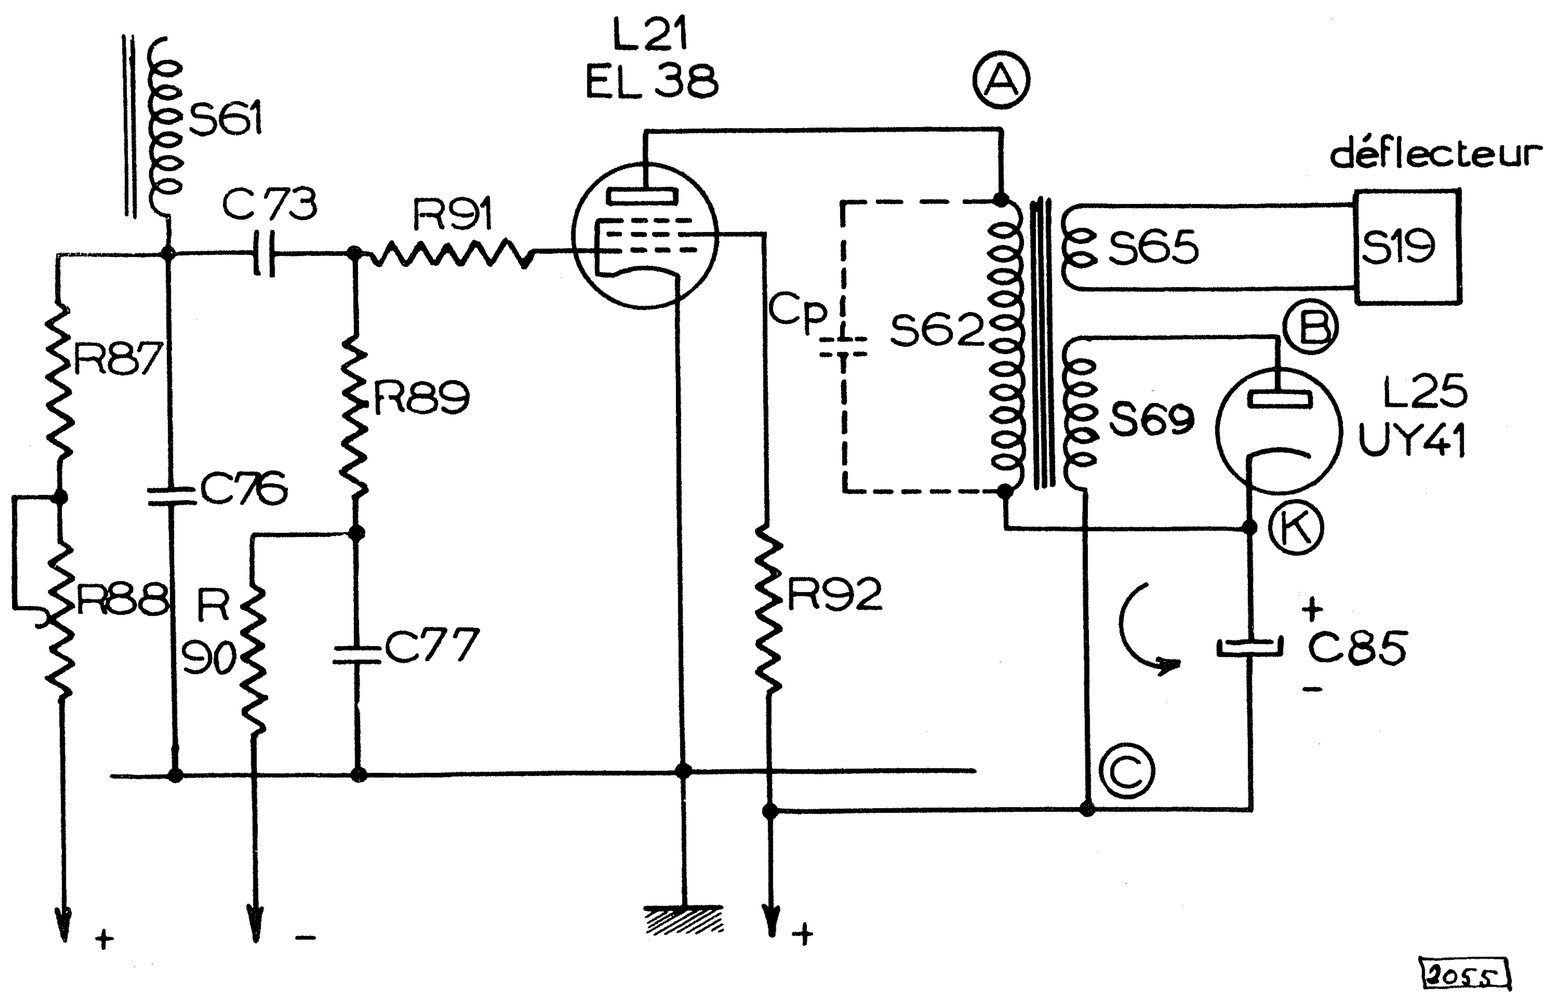
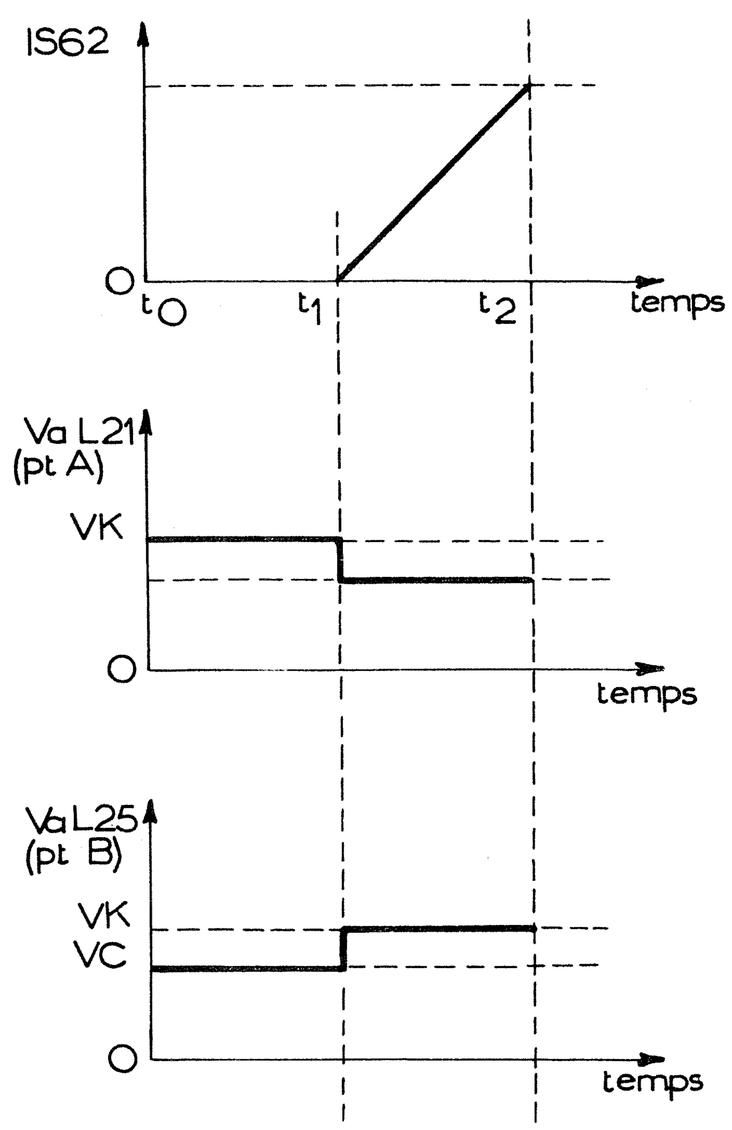
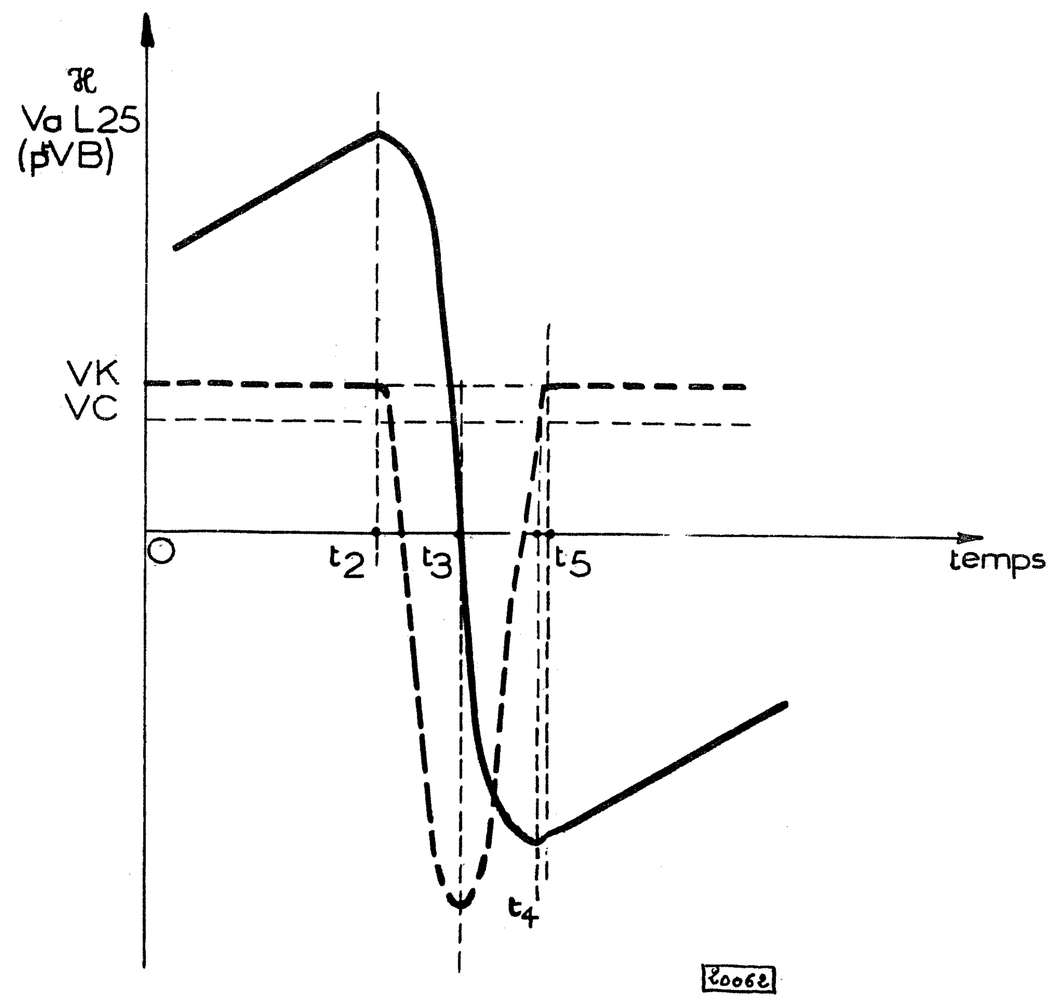

fig : 29
fig : 34
fig. 38
a) Balayage lignes et récupération (figure 29)
Avant que l'étage ait atteint le régime normal, le capacité C 85 s'est chargée avec les polarités indiquées sur la figure 29 et la tension à ses bornes est égale à celle que développe, aux bornes de S 69, la variation linéaire idéale du champ dans le transformateur (graphique, figure 34).
En effet, de t_2 à t_5 l'oscillation rendait le point B (figure 29) négatif par rapport au point K et la diode n'était pas conductrice (figure 38).